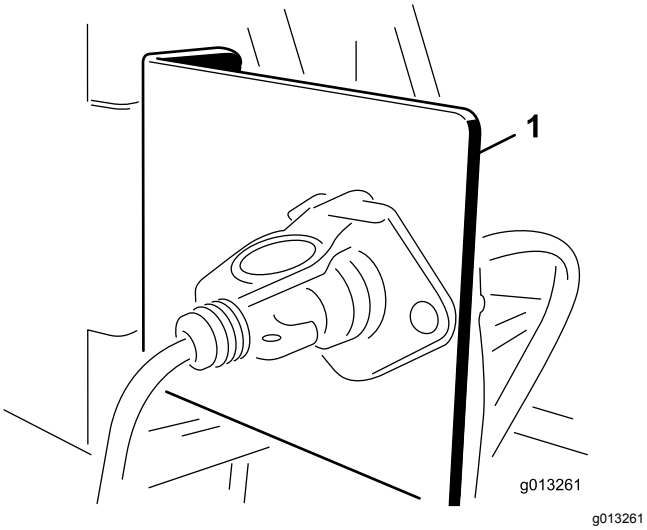

Figur 8
1. Monter sokkelbraketten til et fast punkt bak på tauekjøretøyet ved hjelp av én av medfølgende monteringsbraketter (Figur 8).